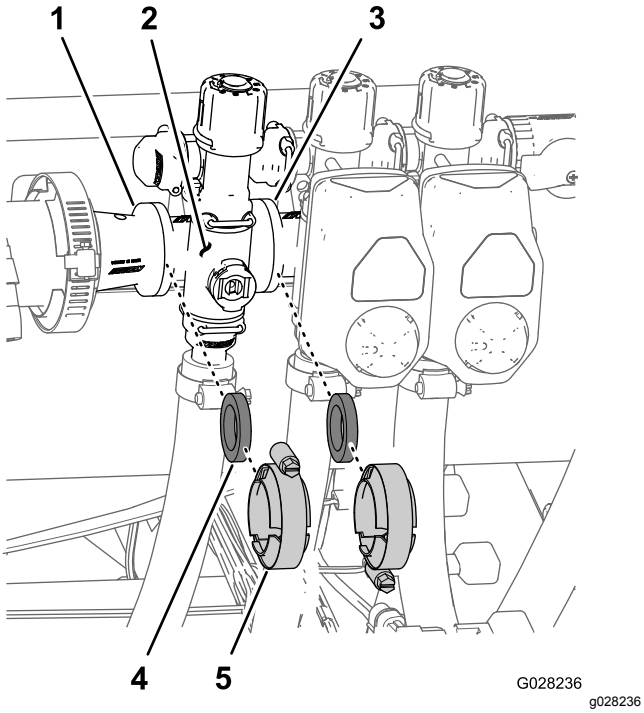

Rysunek 68
1. Zdejmij obejmy i uszczelki mocujące rozgałęźnik zaworu sekcji (Rysunek 68) do sąsiedniego zaworu sekcji (w przypadku zaworu lewej sekcji oraz złącza redukcyjnego).